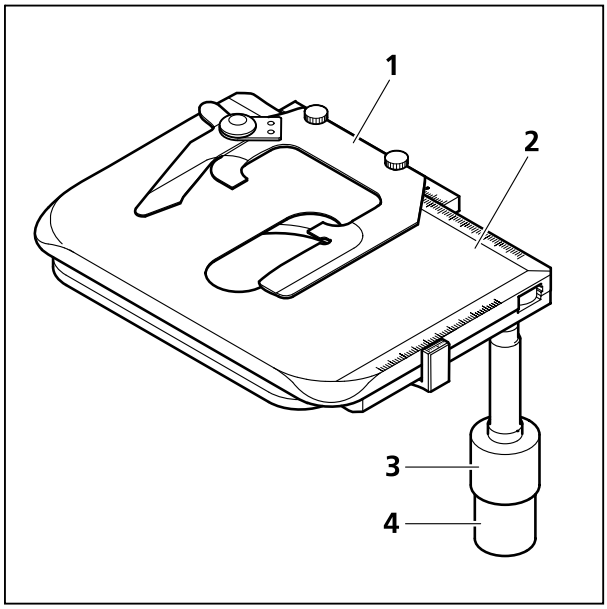

Bild 4-36 Kreuztisch mit Objekthalter
- Kreuztisch (Bild 4-36/**2**) zur Aufnahme, Positionierung und Fixierung der Präparate mit Objekthalter (Bild 4-36/**1**).
- Triebknöpfe für X- (Bild 4-36/**3**) und Y-Verstellung (Bild 4-36/**4**).